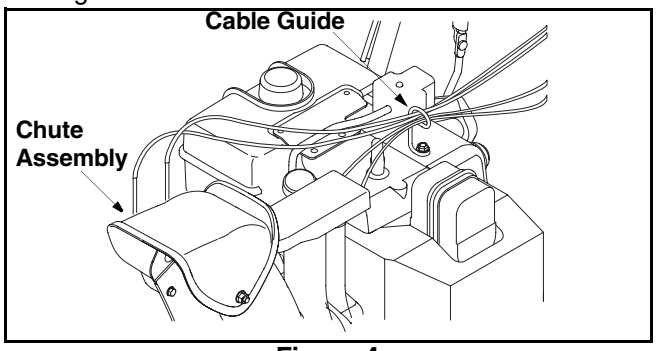

Figure 4
10. Slip the cables, running from the handle panel to the chute, into the cable guide located on top of the engine. See Figure 4 .
11. Slip the cables, running from the handle panel to the chute control box, into the cable guide too. See Figure 4.